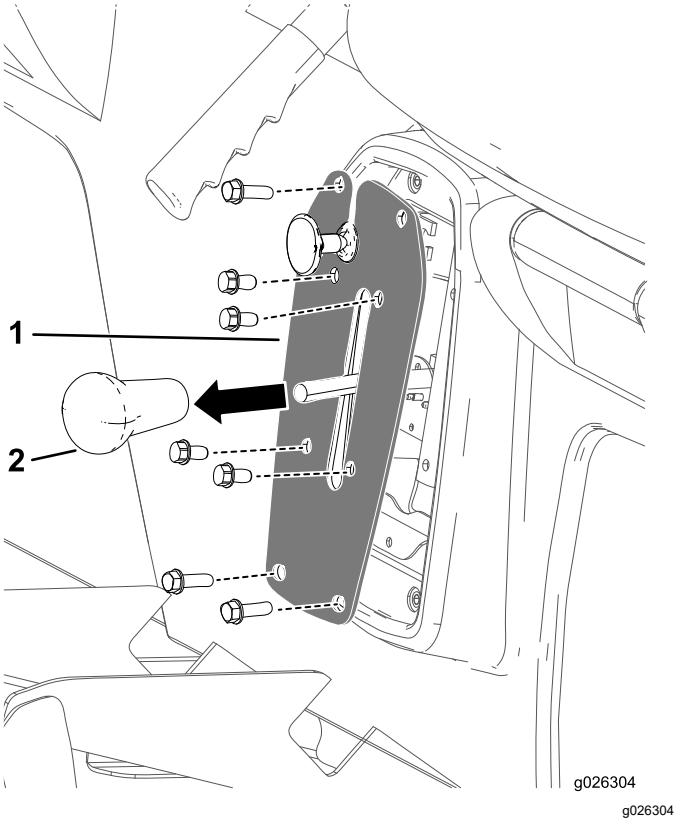

Figur 40
1. Ta bort knoppen från växelspaken (Figur 40).
2. Ta bort de fyra skruvarna som håller fast växelspaksplattan på växelspaksfästet (Figur 40).
3. Ta bort de fyra skruvarna som håller fast växelspaksplattan vid sätessockeln och ta bort växelspaksplattan (Figur 40).
4. Gänga på växelspakens knopp och dra åt den för hand (Figur 40).